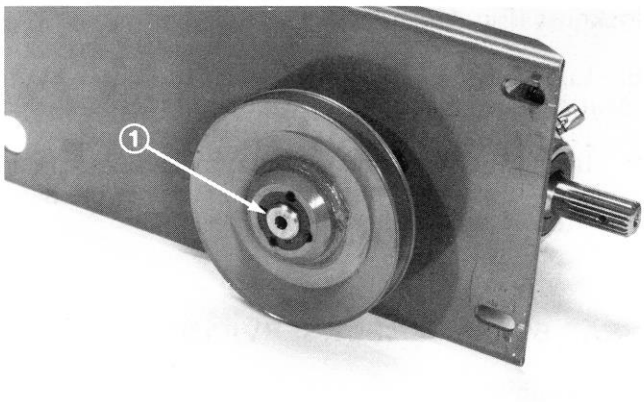

Figure 49
5. Remove set screws from taper lock bushing (Fig. 49). Install one set screw into hole that is threaded on side of taper lock (Fig. 49). Tighten set screw until taper lock is loose on inside of pulley hub.
2. Insert woodruff key into keyway in gear box shaft. Slide pulley w/taper lock onto gear box shaft and key (Fig. 49).
5. Check alignment of gear box pulley with spindle pulley. Loosen and relocate taper lock to adjust, if necessary (Fig. 49).